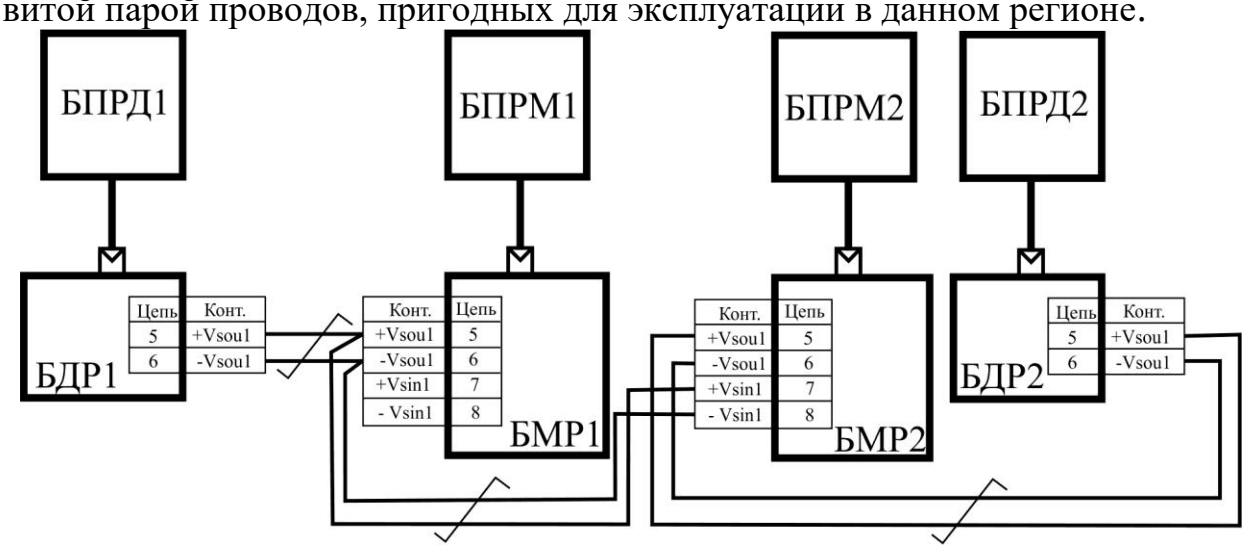
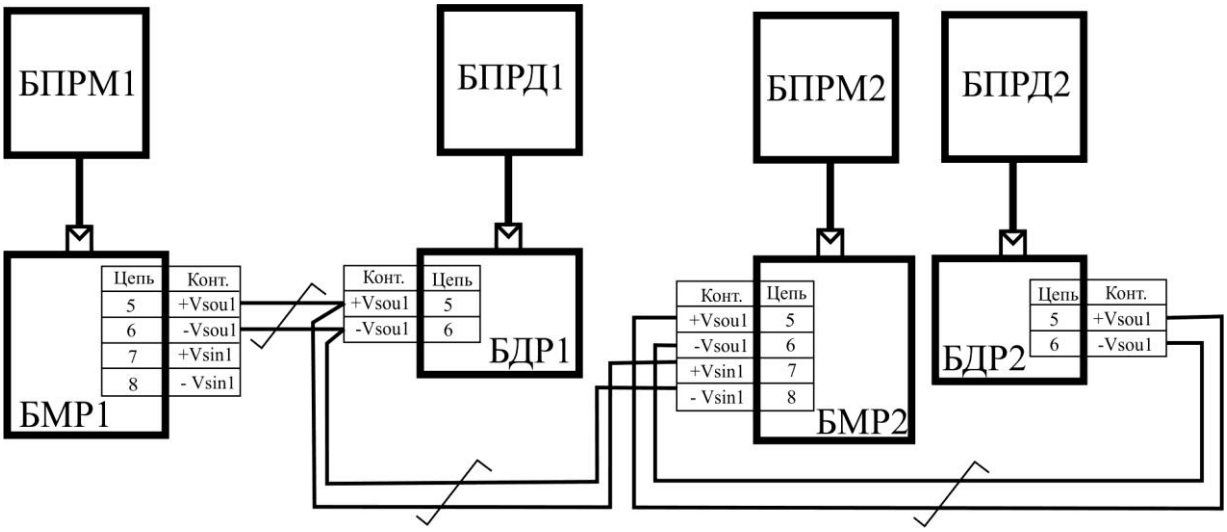

Рис.6.13
Рис.6.14
6.3.5.5 Для проводной синхронизации, при засветке посторонними радиопередающими устройствами (о чем свидетельствует частые «ложные» тревоги), необходимо включить взаимную синхронизацию. При этом активный выход +/-Vsou (БМР1 или БДР1) ведущего извещателя подключается к входу +/-VSin ведомого извещателя (БМР2), в зависимости от расположения БМР2 (вблизи смежного БПРМ1 см. рис. 6.13 или в исключительных случаях, БПРД1 рис. 6.14). Подключение должно проводиться витой парой проводов, пригодных для эксплуатации в данном регионе.